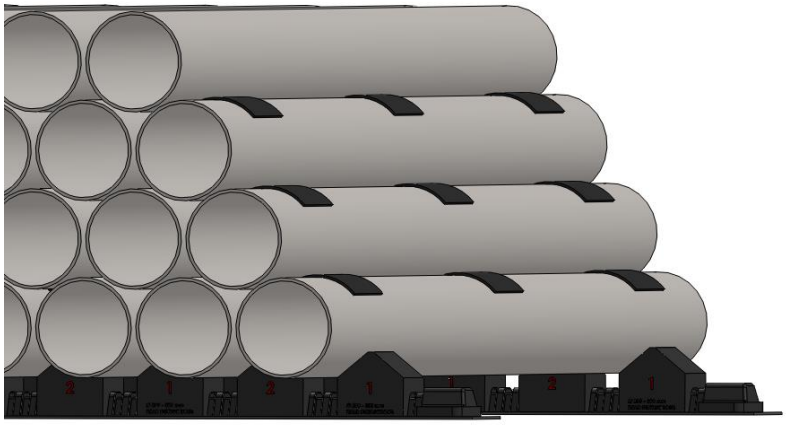

Figure 16. Pipe Stop configuration Type 1-2-1
- Make sure the stability of the pipe stack is controlled during unloading of the stack. The vacant pipe positions on the outside of the pipe stack, as presented in the arrangement of Fig. 16 should be respected as much as possible during unloading of the pipe stack!
- Always respect the vacant pipe positions as indicated in Fig. 16.